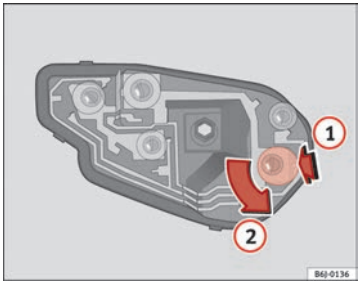

Fig. 154 Changing bulbs on tail lights
– Once the bulb holder has been removed, press downwards in the direction of the arrow (1) and at the same time, turn in the direction of the arrow (2) ⇒ fig. 154. ■